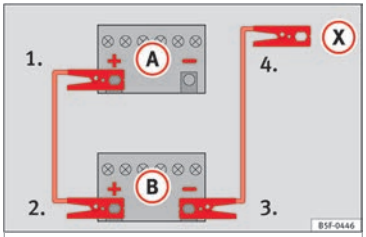

Fig. 133 Diagram of connections for vehicles without Start-Stop system.
2. Connect one end of the *red* jump lead to the positive (+) terminal of the vehicle with the flat battery (A) ››› **Fig. 133**.
3. Connect the other end of the *red* jump lead to the positive terminal (+) in the vehicle providing assistance (B).
4. **For vehicles without Start-Stop system:** connect one end of the *black* jump lead to the negative terminal (–) of the vehicle providing the current (B) ››› **Fig. 133**.